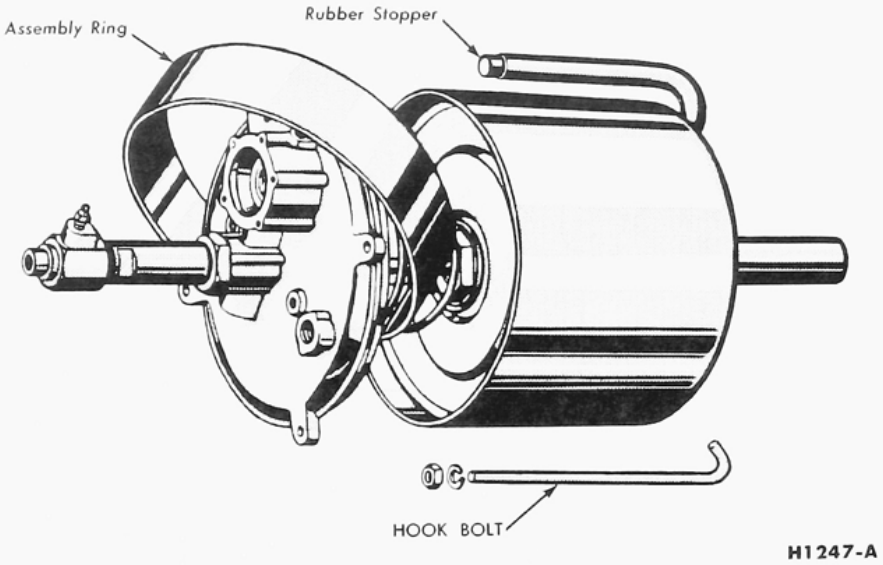

FIG. 25—Assembly Ring Removal
17. Insert a rubber stopper into the control tube (Fig. 25).
20. With the rubber stopper still in the control line tube, slide the assembly ring over the end plate, as shown in Fig. 25, and remove the rubber stopper from the control line.